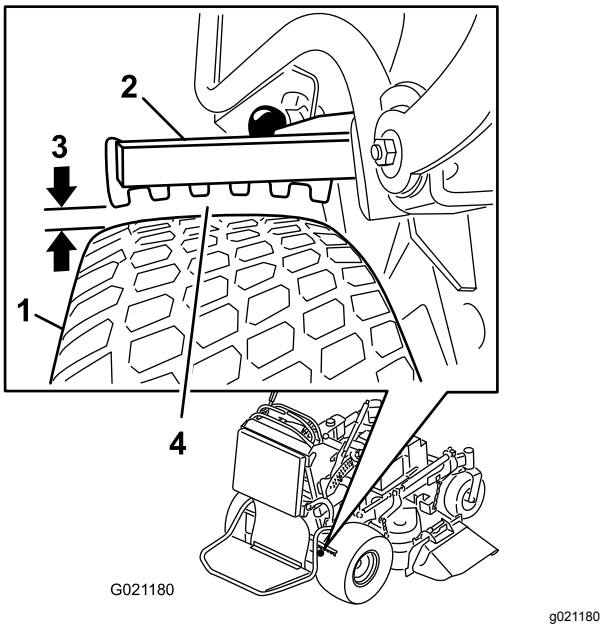

Figur 61
6. Använd sidan med det minsta avståndet och säkerställ att avståndet är 3–6 mm som i Figur 61. Se Justera bromsarna (sida 44) om avståndet är felaktigt.
5. Justera oket (Figur 61).